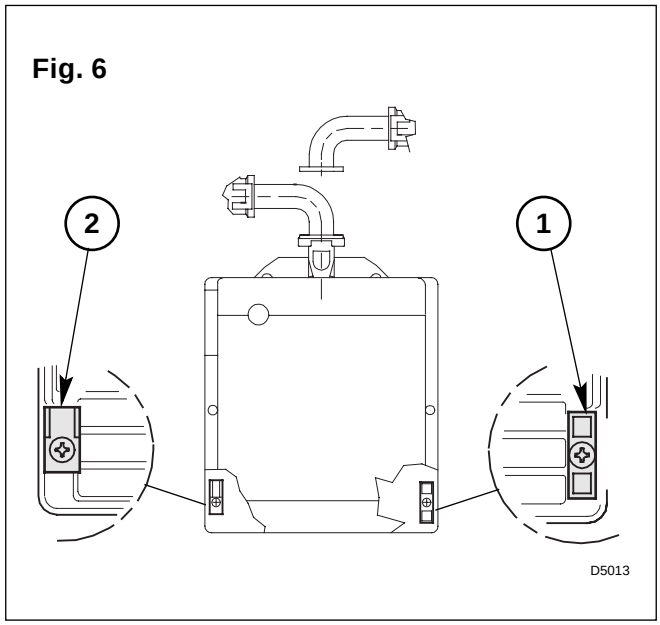

Fig. 6
A seconda che l'ingresso dei cavi rampa avvenga a destra o a sinistra del bruciatore si dovranno invertire i due stringicavo (1) e (2) (vedi fig. 6).